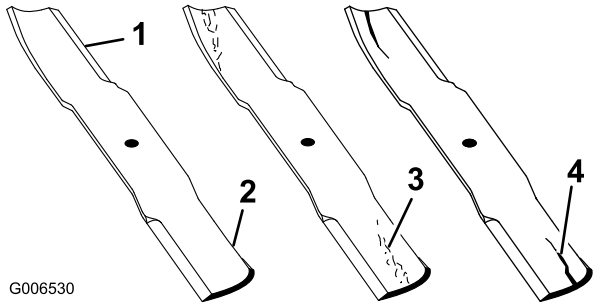

Figuur 84
1. Controleer de snijranden (Figuur 84). Als de snijranden niet scherp zijn of inkepingen vertonen, moet u de messen verwijderen en deze slijpen. Zie Maaimessen slijpen.
2. Controleer de messen, met name het gebogen deel (Figuur 84). Als u beschadiging, slijtage of groefvorming in dit deel constateert (Figuur 84), moet u het mes direct vervangen.